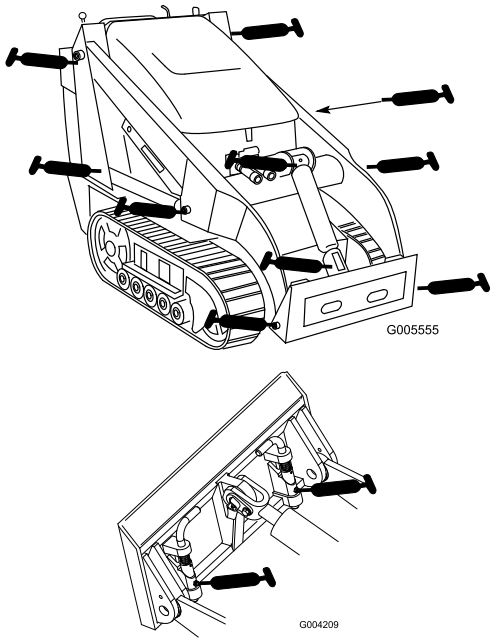

Figuur 29
3. Sluit een smeerpistool aan op elke smeernippel (Figuur 29.